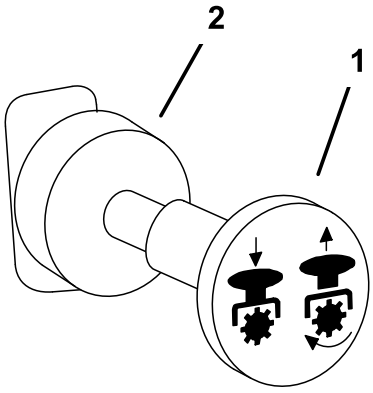

Figur 15
1. Koppla ur kraftuttaget, flytta rörelsereglagespakarna till det neutrala låsläget och dra åt parkeringsbromsen (Figur 15).
4. Dra ut kraftuttagsbrytaren (PTO) för att koppla in kraftuttaget (Figur 15).
Tryck in kraftuttagsbrytaren (PTO) för att stänga **av** kraftuttaget (Figur 15).